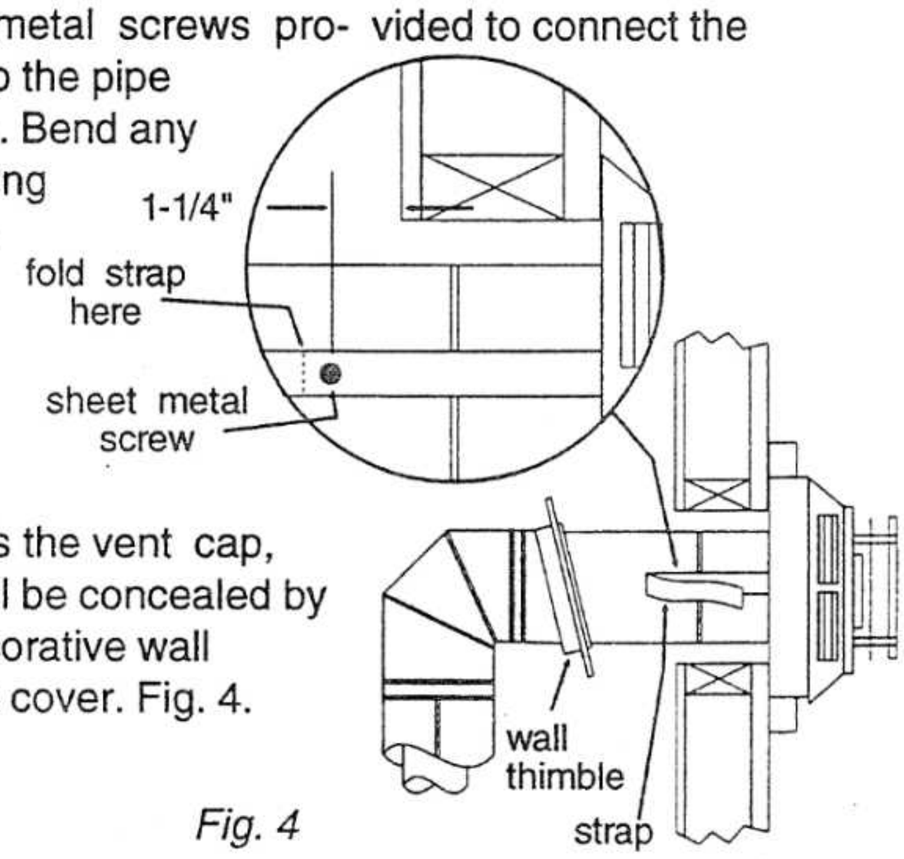

Fig. 4
6) Slide the appliance and vent assembly towards the wall carefully inserting the vent pipe into the vent cap assembly. It is important that the vent pipe extends into the vent cap sufficient distance so as to result in a minimum pipe overlap of 1-1/4 inches. Secure the connection between the vent pipe and the vent cap by attaching the two sheet metal strips extending from the vent cap assembly into the outer wall of the vent pipe. Use the two sheet metal screws pro- vided to connect the strips to the pipe section. Bend any remaining portion of the sheet metal strip back towards the vent cap, so it will be concealed by the decorative wall thimble cover. Fig. 4.